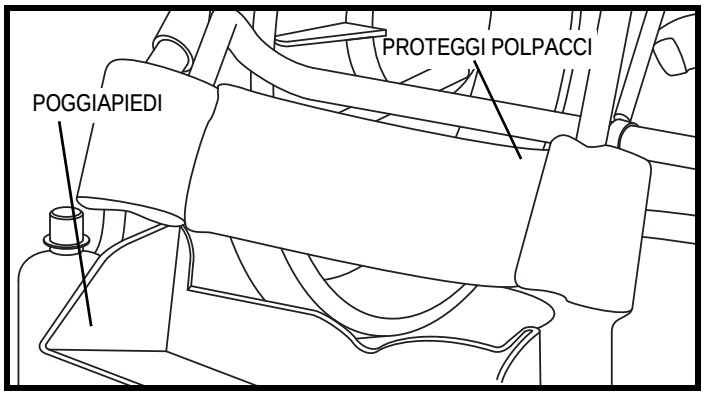

Figura 23. Proteggi polpacci Serie Kids UP
7. Installare la protezione dei polpacci. **Vedere figura 23 e 24**.
10. Installare il proteggi polpacci. **Vedere figura 23 e 24.**